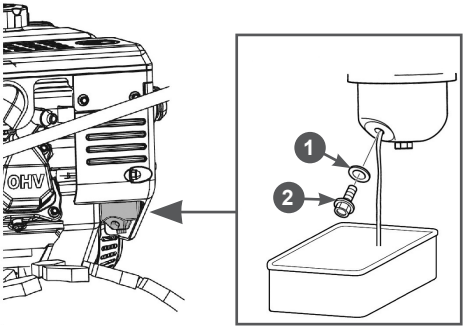

**Рис. 40 Слив топлива с карбюратора**
2. Установите под карбюратор подходящую емкость (Рис. 40).
3. Открутите болт 2 сливного отверстия и слейте топливо из поплавковой камеры карбюратора (Рис. 40).